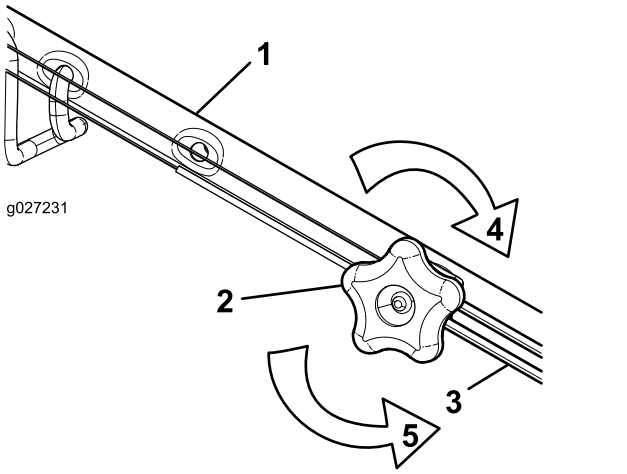

Figuur 38
1. Draai de stelknop linksom om het afstelmechanisme van de kabel los te zetten (Figuur 38).
2. Stel de kabelspanning af (Figuur 38) door de kabel naar achteren of naar voren te bewegen en hem in deze positie te houden.